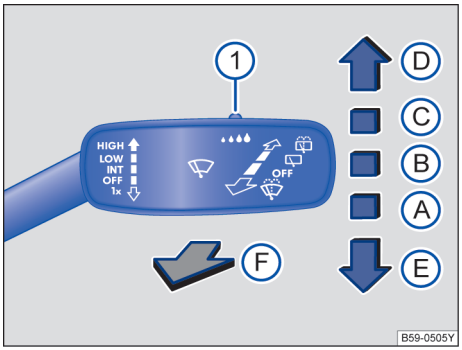

图 84 操作车窗玻璃刮水器。
① 使用开关→ 图 84①调节雨量传感器的灵敏度。
– 向下短按车窗玻璃刮水器操作杆 →图 84 Ⓔ。